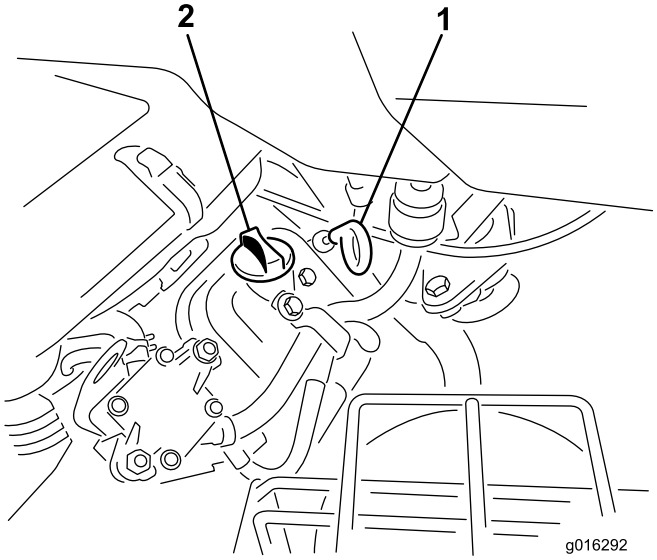

Figuur 28
2. Verwijder de peilstok en veeg deze af met een schone doek. Draai de peilstok in de buis. Let erop dat de peilstok volledig in de buis schuift (Figuur 28).